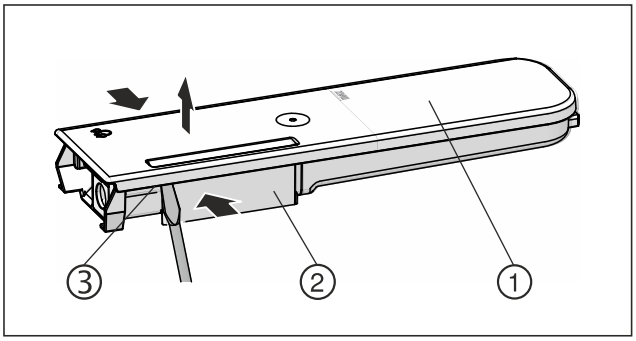

Fig. 146
▶ Push the water tanks *Fig. 146 (2)* together, leverage the cover *Fig. 146 (1)* carefully over the latching tabs *Fig. 146 (3)* and lift it up.
▶ Move the cover *Fig. 146 (1)* slightly forwards and back, and remove to the top.